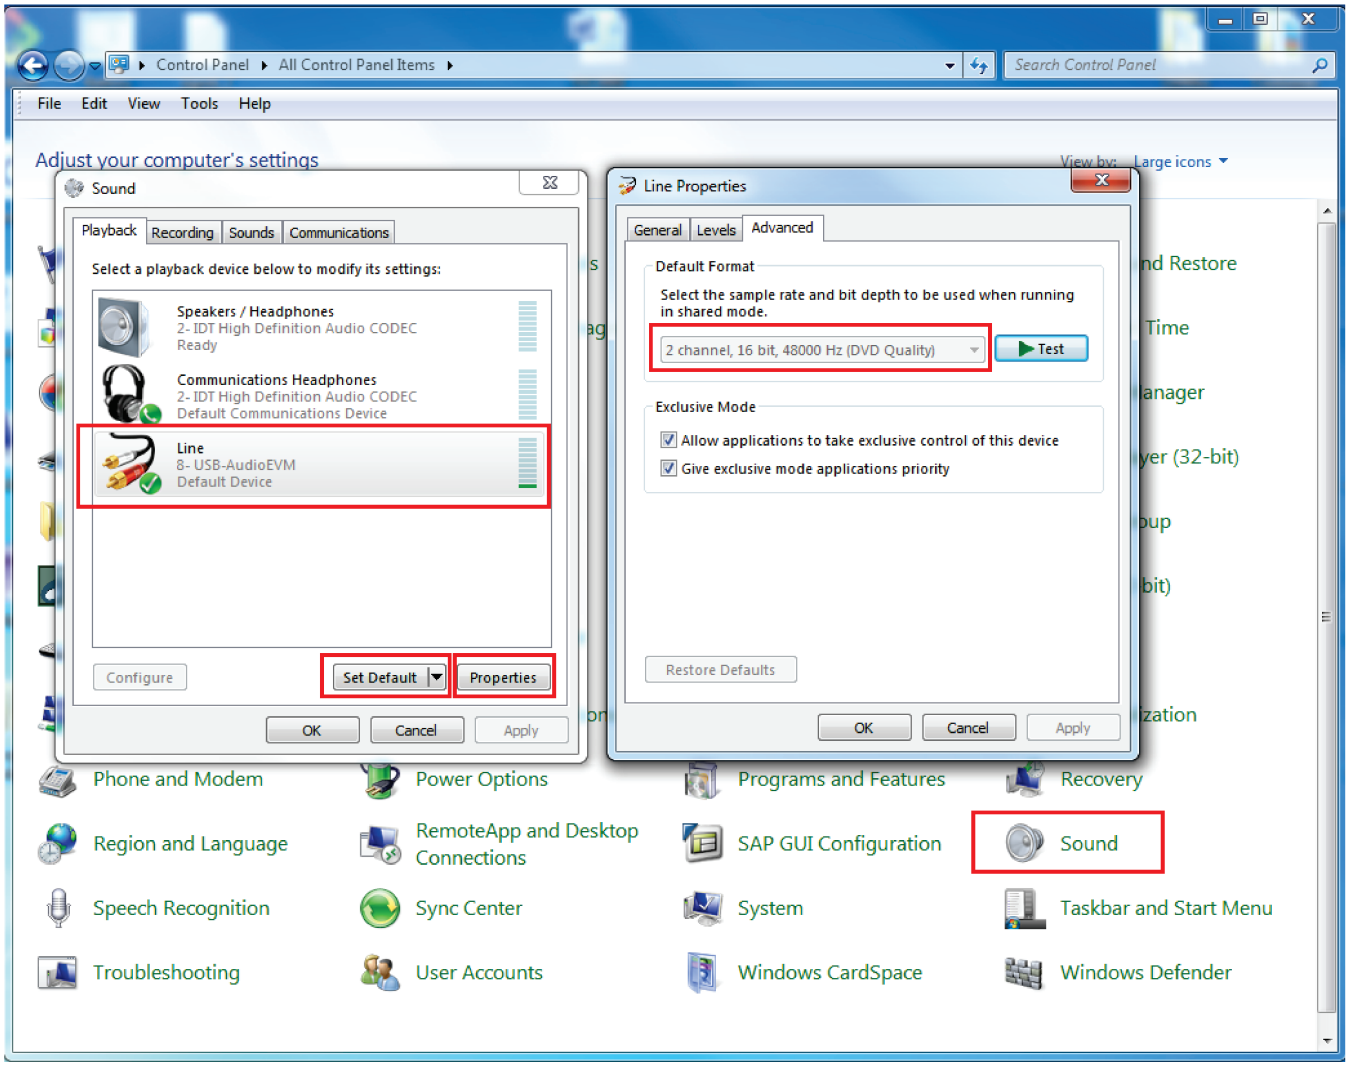

Figure 2-2. Default Format
5. Go to **Control Panel**, **Sound** and select **USB-AudioEVM** under the **Playback** tab. Click on **Set Default** to make it the default playback device. Click on **Properties** and under the **Advanced** tab, make sure that the **Default Format** is shown as 2 channel, 16 bit, 48000 Hz (DVD Quality) in Figure 2-2 below.